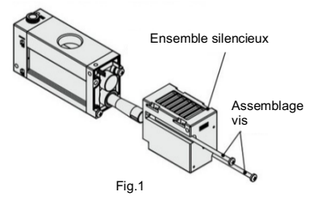

Fig.1
1) Desserrez les deux vis de fixation de l'ensemble silencieux et retirez le boîtier du silencieux (Fig.1)